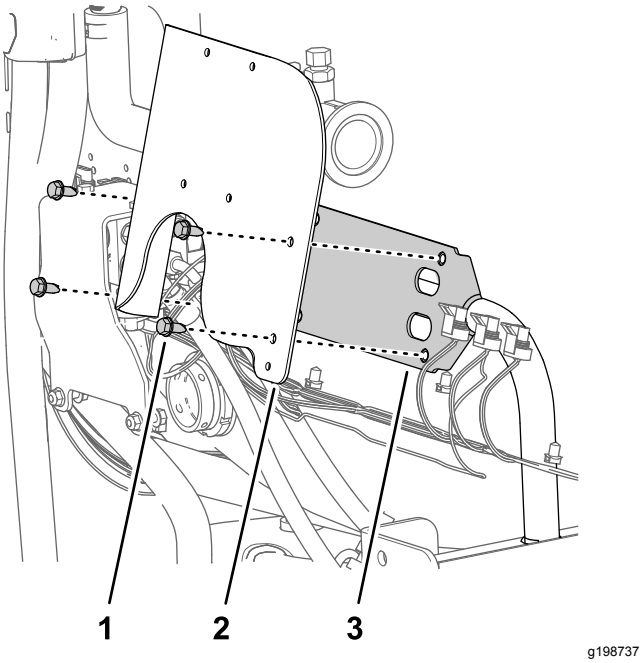

Rysunek 74
1. Ustaw otwory we wsporniku przepływomierza równo z otworami we wsporniku zaworu (Rysunek 74).